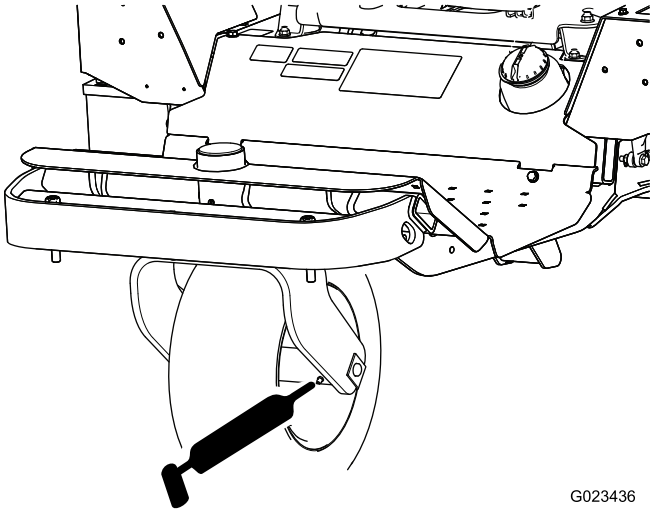

Figuur 35
- Lager van voorwiel (1) – Figuur 35